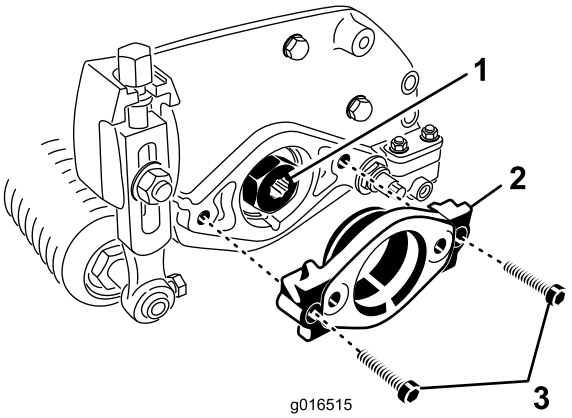

Figura 8
2. Retire los 2 tornillos allen que sujetan el soporte del motor al extremo izquierdo de la unidad de corte. Retire el soporte del motor (Figura 8).
3. Aplique grasa al diámetro interno del acoplamiento de tracción (Figura 8).